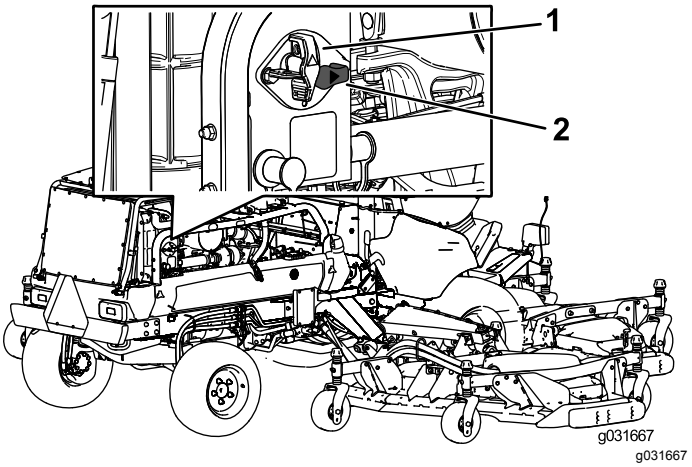

Figur 80
- Du kan aktivere maskinen elektrisk ved å rotere batterifrakoblingsbryteren med urviseren til PÅ-stillingen (Figur 80).
- Du kan deaktivere maskinen elektrisk ved å rotere batterifrakoblingsbryteren mot urviseren til AV-stillingen (Figur 80).